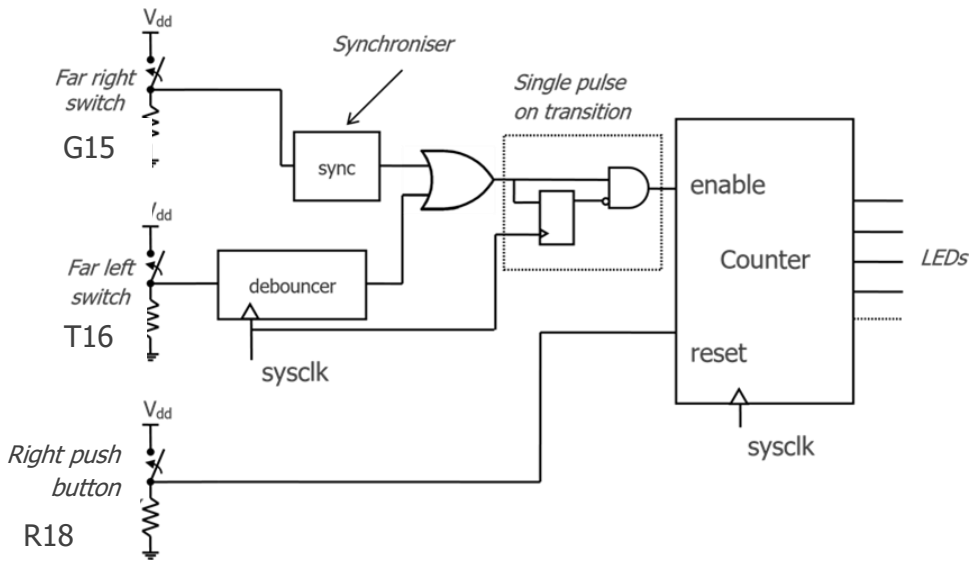

Figure 10: Block diagram for the debouncer testing exercise..
We will implement the circuit summarised in Figure 10 and this will allow us to compare the behaviour of a debounced and a non-debounced switch. Flicking either of the switches should cause the counter to count up, while pressing the rightmost button will reset the counter to zero. LEDs show the value of the count (in binary form). Make sure you understand the role of the *synchroniser* and the dotted box identified as *Single pulse on transition (SPOT)*.
b. 'sync.v'. This is ready to go and implements the synchroniser from Figure 10.
Open the supplied 'spot.v' source for editing. Add your own code to implement the SPOT section of the circuit from Figure 10.